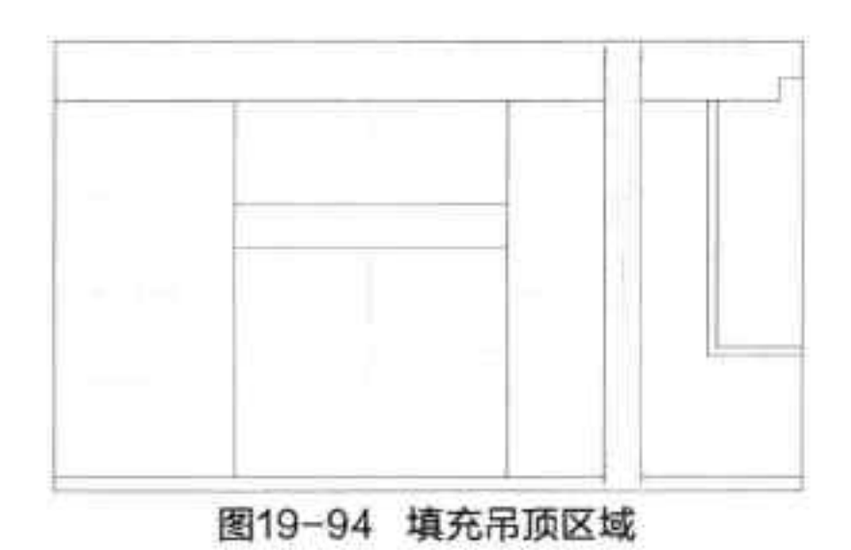

图19-94 填充吊顶区域
Step 11 执行“填充”命令，选择合适的图形，对吊顶区域进行填充，如图 19-94 所示。